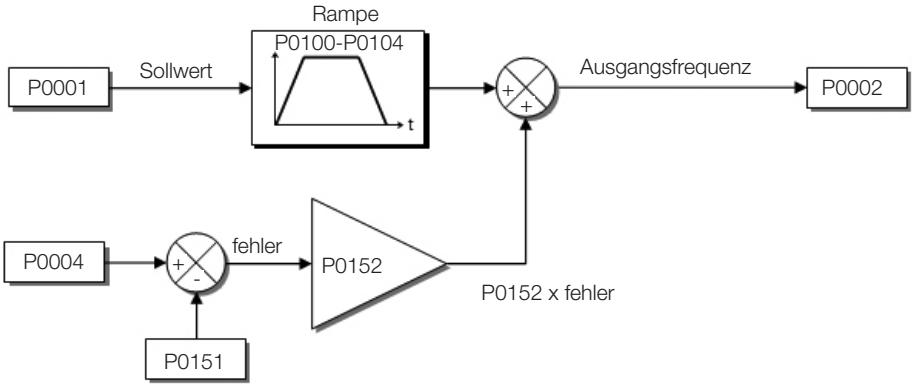

Abbildung 9.8: *Blockdiagramm der Zwischenkreisspannungsbegrenzung – Beschleunigungsrampe*
- Die Zwischenkreisspannung wird gemessen (P0004) und mit dem in P0151 festgelegten Wert verglichen; der Unterschied zwischen diesen Signalen (Fehler) wird mit der Proportionalverstärkung multipliziert (P0152); das Ergebnis wird anschließend am Rampenausgang hinzugefügt, vgl. Abbildung 9.8 auf Seite 9-12 und Abbildung 9.10 auf Seite 9-14.